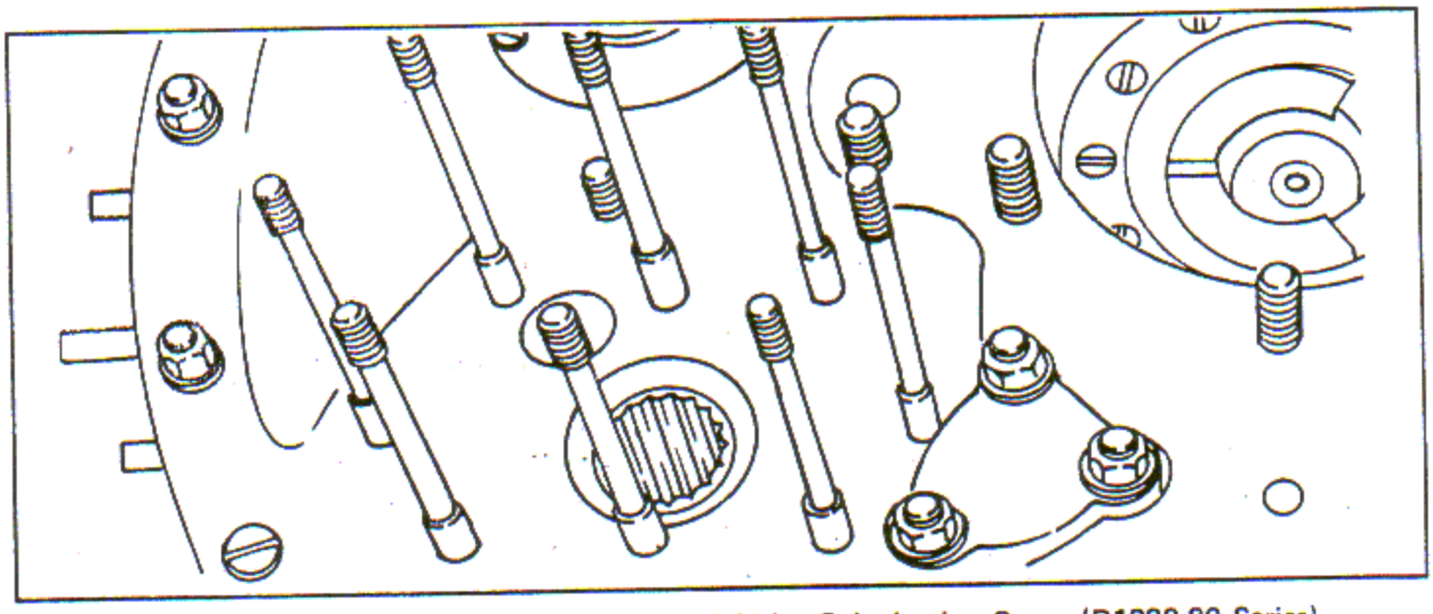

Figure 4-41. Supercharger Clutch Oil Control Valve Substituting Cover (R1820-80 Series)
a. Remove the attaching nuts from the three-stud cover located to the right of the oil pump mounting studs. See figure 4-41.